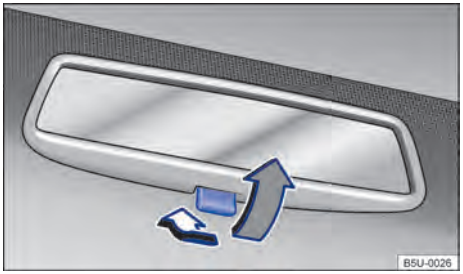

Fig. 69 No para-brisa: espelho retrovisor interno com antiofuscante manual. ▶
– Posição noite: puxar a alavanca → Fig. 69 (seta cinza), para evitar o ofuscamento dos faróis dos veículos que trafegam atrás.